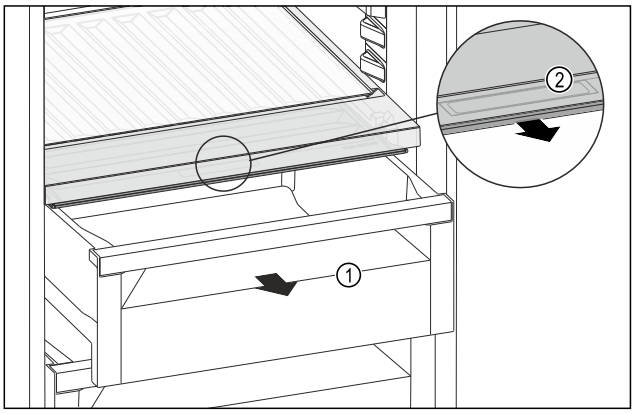

Fig. 185
- ▶ Schubfach *Fig. 185 (1)* herausziehen.
- ▶ Griffmulde *Fig. 185 (2)* am Fachdeckel anfassen und Fachdeckel gleichzeitig nach vorne ziehen.